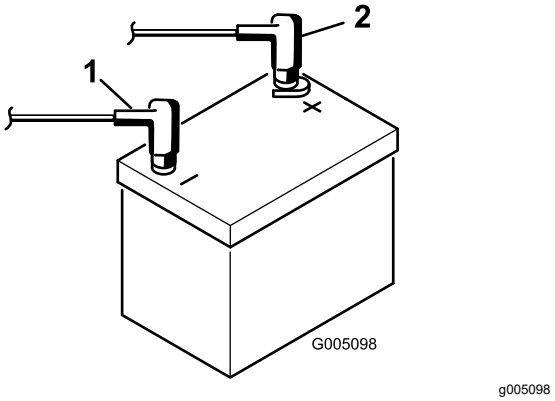

Rysunek 9
9. Podłącz przewód dodatni (w kolorze czerwonym) do dodatniego (+) zacisku, a następnie przewód ujemny (w kolorze czarnym) do ujemnego (-) zacisku akumulatora i zamocuj zaciski przy użyciu śrub i nakrętek (Rysunek 9). Wsuń gumową tuleję na zacisk dodatni, aby nie dopuścić do ewentualnego zwarcia.